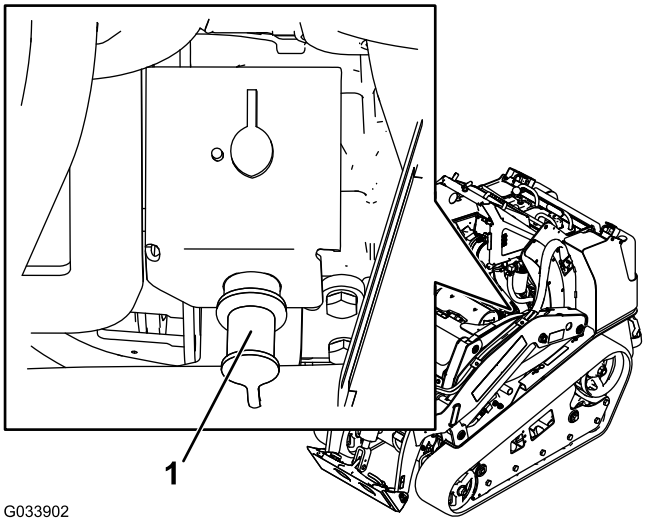

Rysunek 51
2. Zdjąć osłonę z bieguna rozruchowego (Rysunek 51).
3. Podłącz jeden koniec dodatniego (+) przewodu rozruchowego do bieguna rozruchowego (Rysunek 51).